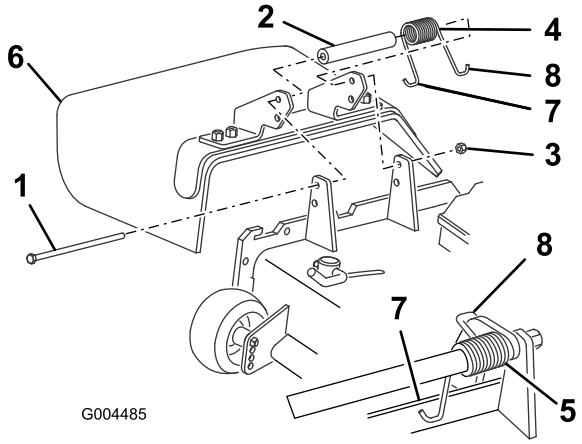

Figur 76
2. Fjern låsemøtrikken, bolten, fjederen og afstandsbøsningen, som fastholder græsdeflektoren til akselbeslagene (Figur 76).
3. Placer afstandsbøsningen og fjederen mellem den nye græsdeflektors beslag (Figur 76).
Bemærk: Sørg for, at fjederens venstre, J-formede krogende monteres bag skjoldets kant, før bolten monteres som vist i Figur 76.
Bemærk: Placer fjederens højre, J-formede krogende omkring græsdeflektoren (Figur 76).